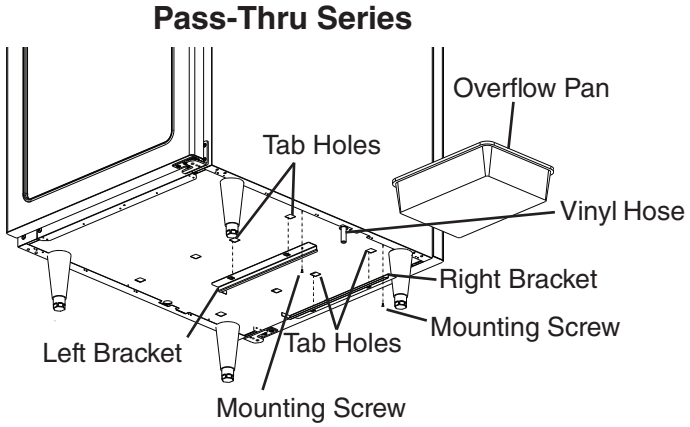

Fig. 2
1) Attach the overflow pan brackets by engaging the tabs on the brackets through the holes in the bottom of the appliance and securing with the 2 mounting screws provided. See Fig. 2.